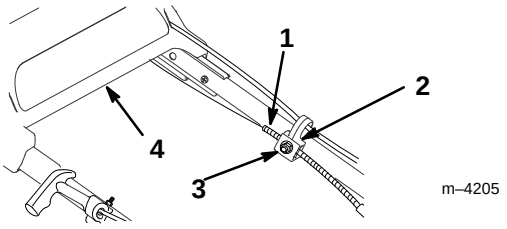

Abbildung 26
3. Die Kabelhalterungsmutter lösen (Abb. 26).
5. Die obere Griffstange so weit wie möglich zurückziehen, den Antriebsbügel unten halten und den Kabelmantel nach unten ziehen (zum Rasenmäher), um das Spiel aus dem Kabel zu beseitigen (Abb. 26).
6. Die Mutter an der Kabelhalterung anziehen (Abb. 26).